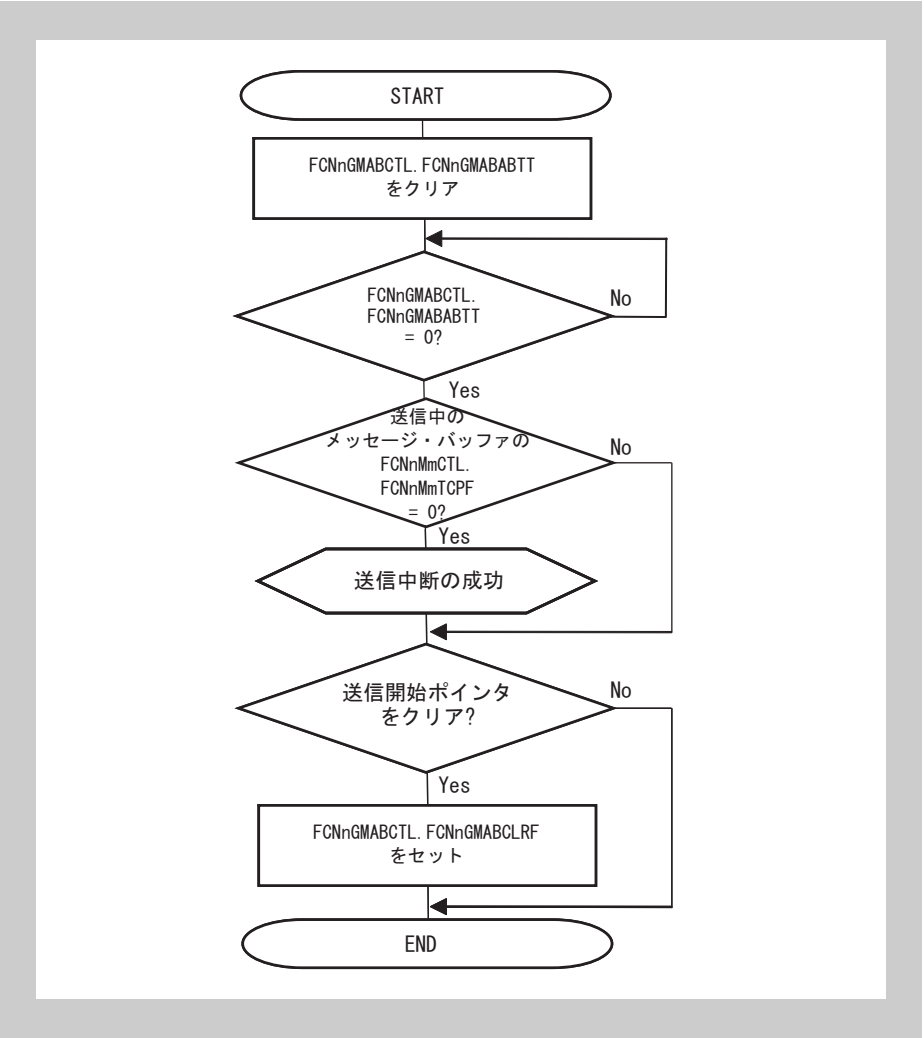

図 20-28 送信完了フラグを利用した ABT 送信要求中断処理（ABT 付き通常動作モード）
*図20-28「送信完了フラグを利用した ABT 送信要求中断処理（ABT 付き通常動作モード）」*は，送信中断機能（送信完了フラグ）を利用した ABT モードの処理を示しています。「送信中断の成功」というボックスは，ABT メッセージ・バッファ内の FCNnMmTCPF フラグをチェックすることによって成功した状態を示しています。